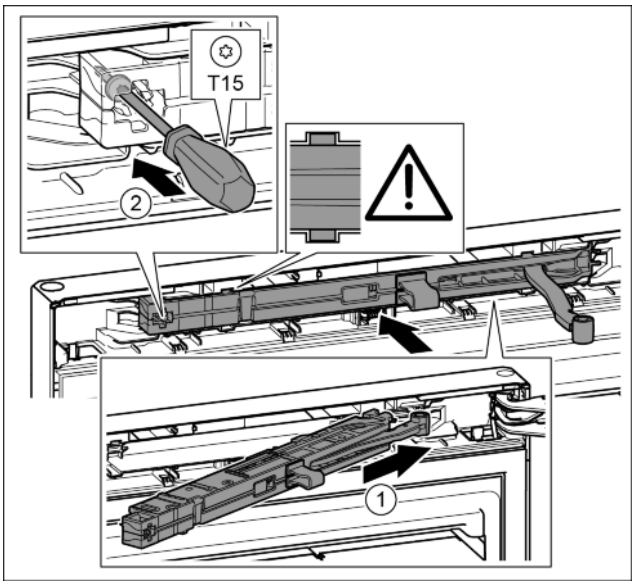

Fig. 21
▶ Slide the soft stop mechanism on the bearing bracket side at an angle into the slot as far as the limit stop. *Fig. 21 (1)*
▶ Tighten the screw with the T15 screwdriver. *Fig. 21 (2)*